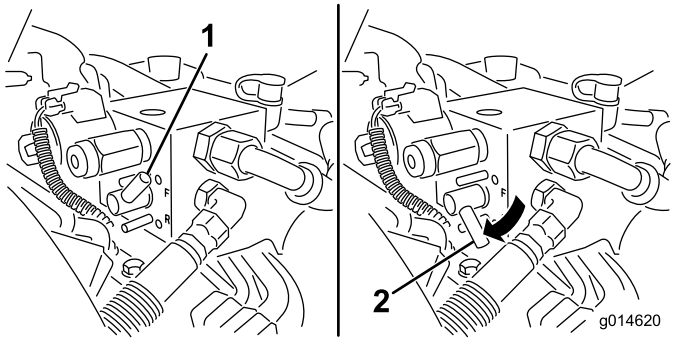

Figur 54
5. Drej baglapningsgrebet til tilbagepositionen (R) (Figur 54).